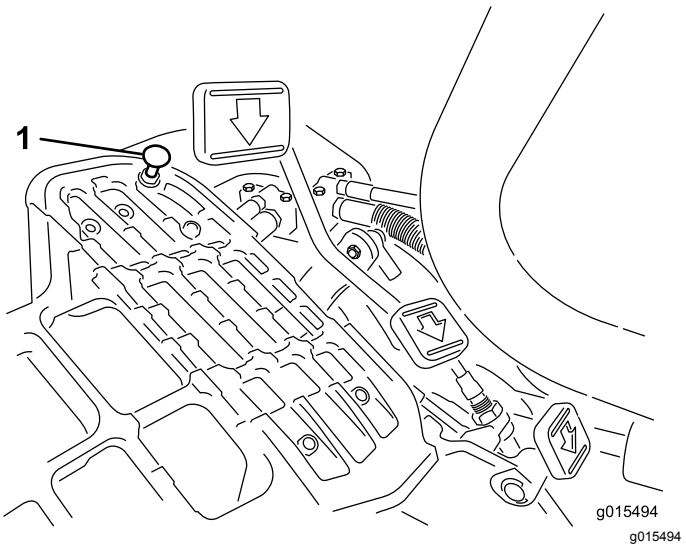

Rysunek 45
Aby uzyskać maksymalną prędkość transportową, należy ustawić dźwignię sterowania funkcją w pozycji TRANSPORTOWEJ i nacisnąć do końca pedał jazdy. Jeśli pedał dotyka ogranicznika (Rysunek 45), zanim da się wyczuć naprężenie linki, wówczas należy dokonać regulacji w następujący sposób:
1. Ustaw dźwignię sterowania funkcją w pozycji TRANSPORTOWEJ i poluzuj nakrętkę zabezpieczającą mocującą ogranicznik pedału do płyty podłogowej (Rysunek 45).